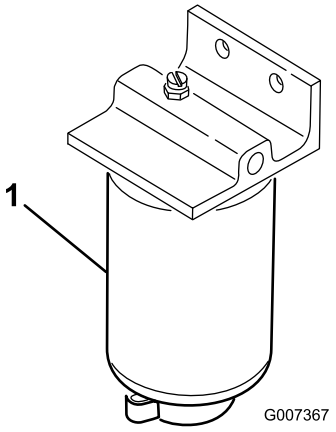

**Figur 40**
2. Rengör området där filterskålen ska monteras (Figur 40).
4. Öppna filtrets avtappningsplugg och ventilationsventilen (Figur 40).